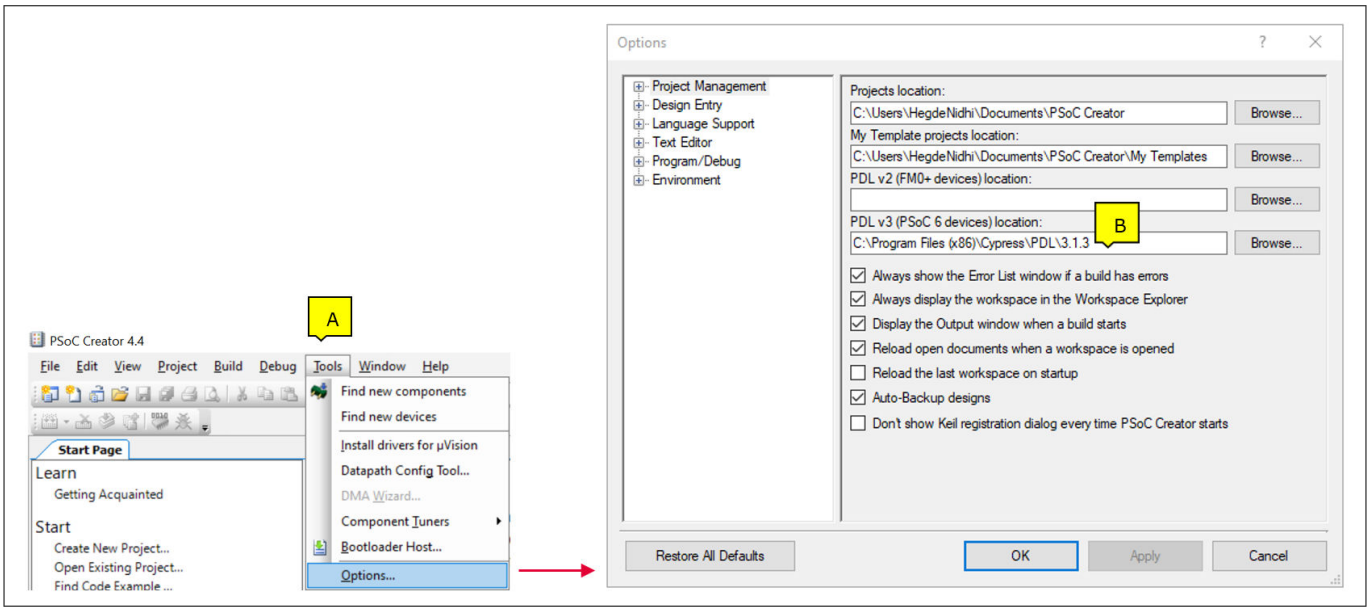

図 13 ペリフェラル ドライバー ライブラリ (PDL) のインストール場所
***重要**: これはインストール時に自動的に正しく設定されますが、誤ってセットアップされると何も実行できません。このステップのヘルプについては、図 13 を参照してください。*